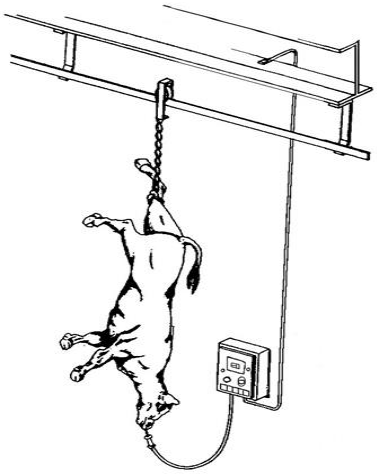

Abb. 4*Gerät und Clip montieren*
2. Montieren Sie den Clip gemäß der Abbildung in*Abb. 4*;